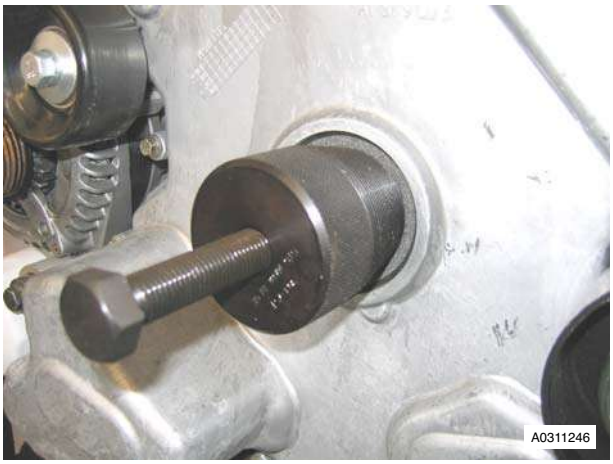

Figure 1
4. Install tool (303-1190) into crankshaft front oil seal (see Figure 1).